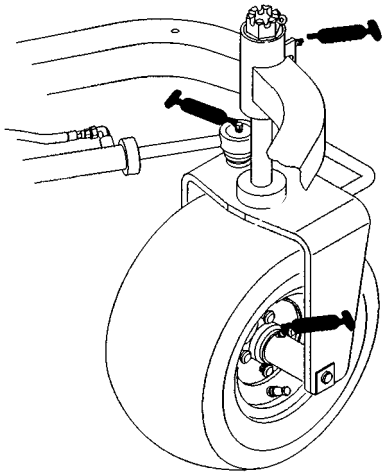
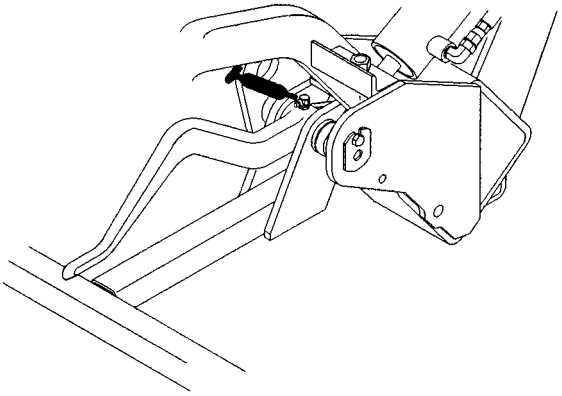
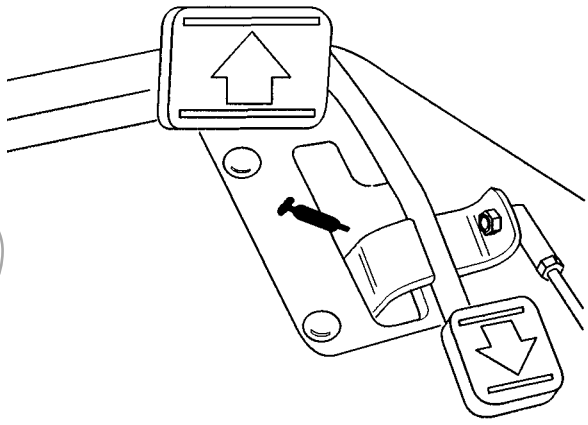

Fig. 19
Fig. 20
Fig. 21
Trekkenhetens smørepunkter: bakre hjulnav (1), hjullager (1), styresylinder (2) (fig. 19), løftearmer (3) (fig. 20), trekkpedalens dreieledd (1) (fig. 21).